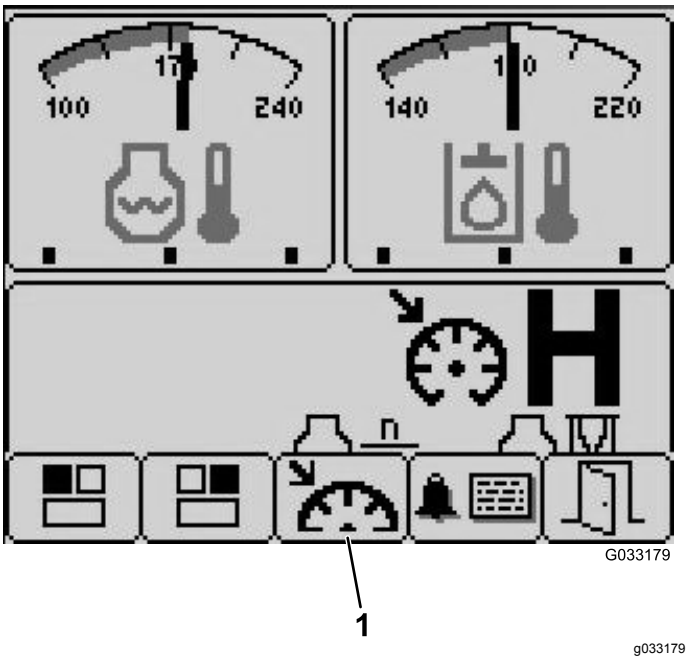

**Figur 28**
3. Tryck på knapp 3 för att komma till skärmen Farthållaren (Figur 28).